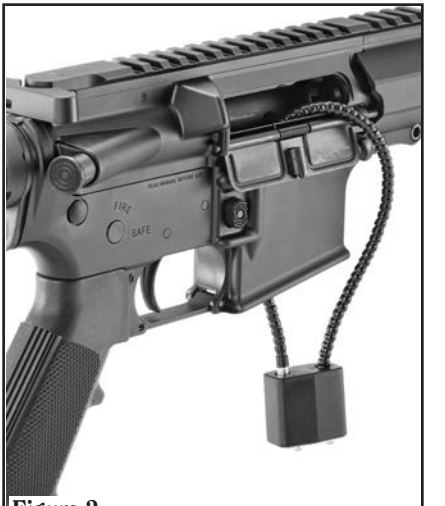

Figure 2
3. Insert the cable directly into your rifle as shown in Figure 2.